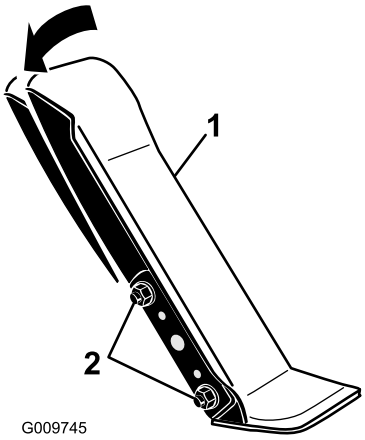

Figuur 56
1. Draai de 2 bouten en moeren los waarmee de linkerzijde van het tractiepedaal aan de beugel is bevestigd (Figuur 56).
2. Draai het pedaal naar de gewenste hoek en draai de moeren vast (Figuur 56).